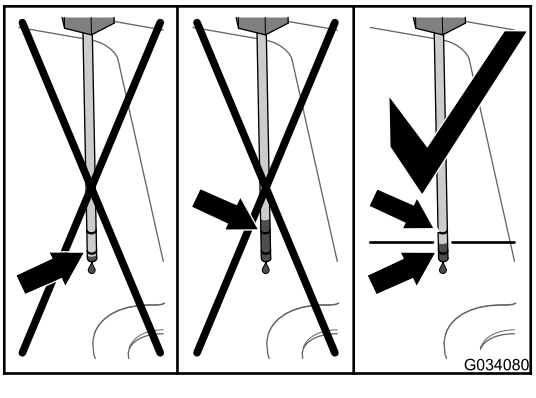
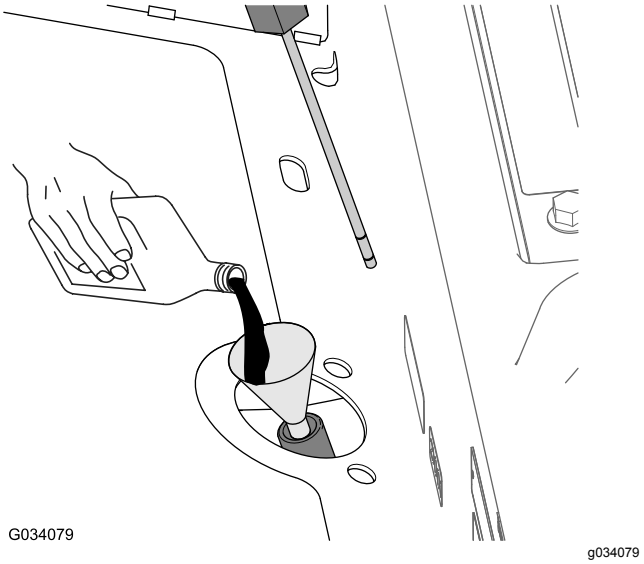

Figur 81
Figur 82
4. Ta bort oljestickan och kontrollera oljenivån (Figur 81).
5. Om vätskenivån ligger under det nedre märket på oljestickan ska du fylla på angiven hydraulolja i påfyllningsröret (Figur 82) tills vätskenivån hamnar mellan de övre och nedre markeringarna på oljestickan (Figur 81).
6. Tillsätt angiven hydraulvätska i påfyllningsröret (Figur 82) tills vätskenivån i växellådshuset (tanken) visar ungefär halvvägs mellan de övre och nedre markeringarna på oljestickan (Figur 81).